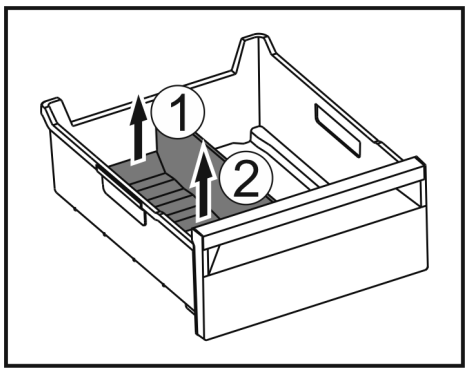

Fig. 167
▶ Lift the rear part of the ice compartment divider. *Fig. 167 (1)*
▶ Remove the ice compartment divider upwards. *Fig. 167 (2)*